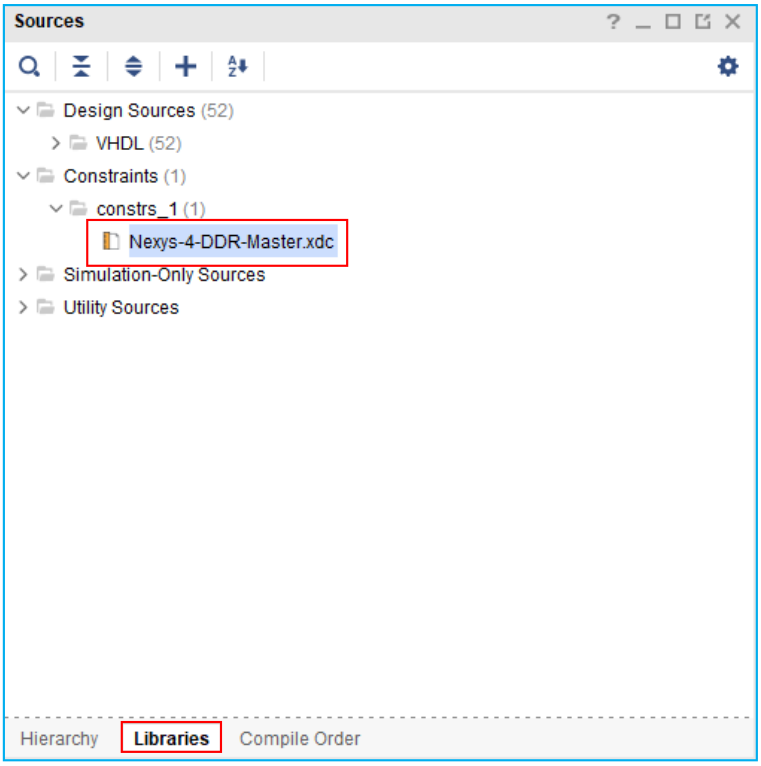

Fig.19. Selección del archivo de restricción de pines para su apertura y posterior modificación.
22. Antes de proseguir con la generación del archivo *bitstream* (`.bit`) del proyecto, se debe modificar el archivo de restricción de pines para configurar el *pinout* de la placa conforme a las necesidades del proyecto. En este caso, se explicará lo mínimo necesario para cubrir con las configuraciones mínimas (*test setups*). En la pestaña `Libraries` dentro de `Sources`, abrir el archivo `Nexys-4-DDR-Master.xdc` alojado en la carpeta `Constraints` (Fig.19).